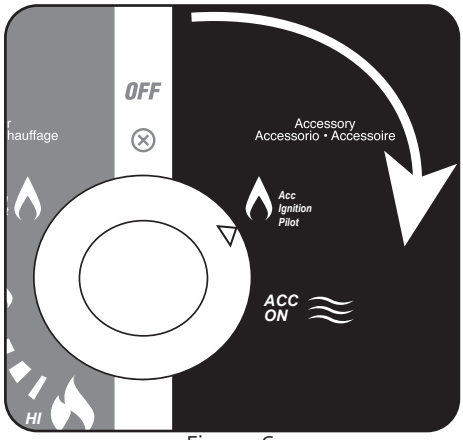

Figura 6
4. Empuje la perilla de control ligeramente hacia adentro y gírela en sentido horario hasta la posición de "Ignition/PILOT". Vea la Figura 6.